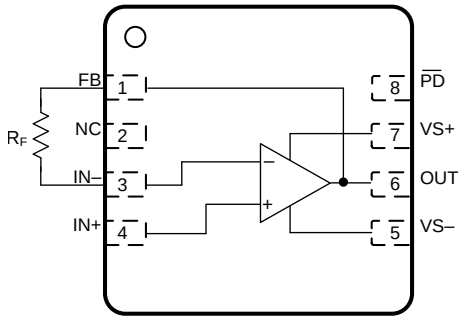

図 49. R_F Connection Between FB and IN– Pins
1. A feedback resistor (R_F) can connect between the FB and IN– pin on the same side of the package (see 図 49) rather than going around the package.